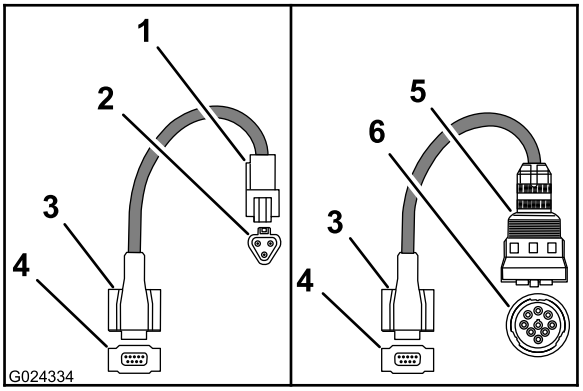

Figura 1
1. Seleccione el arnés adaptador (Figura 1) apropiado para su máquina usando la tabla siguiente.